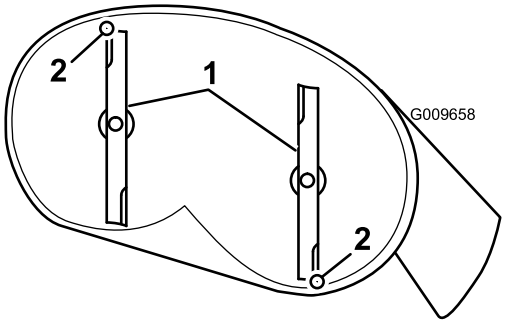
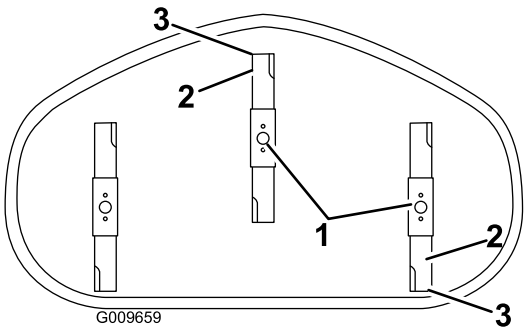

Bild 53
Bild 54
4. Drehen Sie die Messer vorsichtig, sodass sie in Längsrichtung zeigen (Bild 53 und Bild 54).
5. Messen Sie zwischen der Messerspitze vorne und hinten und der ebenen Oberfläche (Bild 53 und Bild 54). Stellen Sie die vordere Sicherungsmutter ein, wenn die vordere Schnittmesserspitze nicht um 1,6–7,9 mm tiefer liegt als die hintere.
8. Prüfen Sie noch einmal die Neigung in Längsrichtung. Stellen Sie die Mutter ein, bis die vordere Schnittmesserspitze um 1,6–7,9 mm tiefer liegt als die hintere Spitze (Bild 53 und Bild 54).